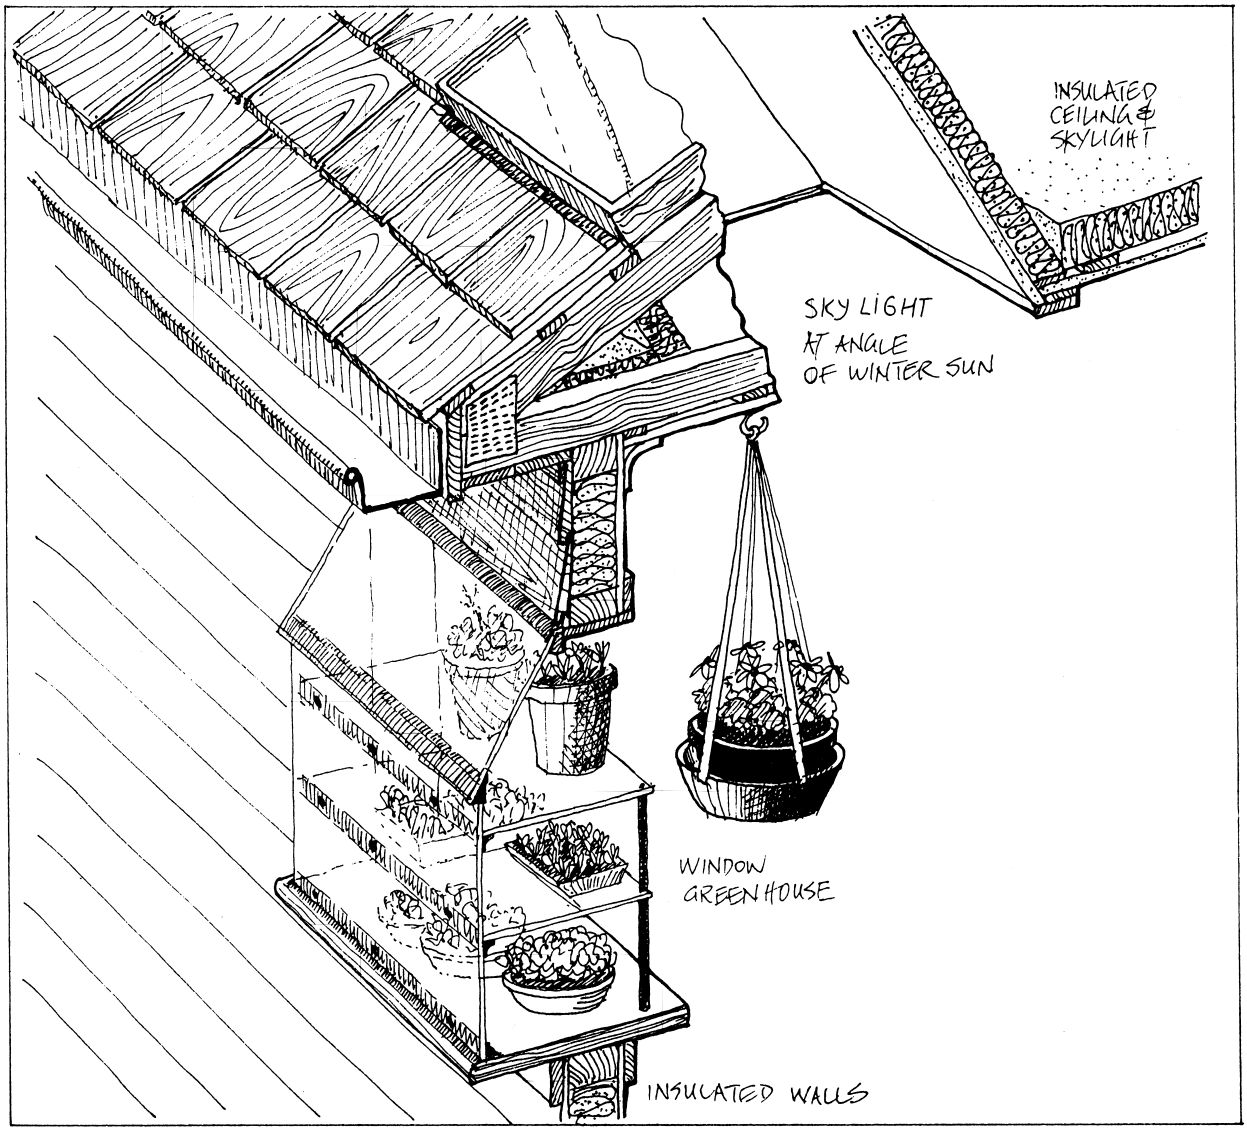

FIGURE 4.10 Attached windowbox greenhouse and skylight. Note insulation to retain heat and deter cold.
- Attaching a greenhouse to the sun-side, if possible; even a window greenhouse and skylight is an improvement as it brings in sunlight and green growth (**Figure 4.10**). Double-glass is essential in temperate areas, and in cold regions the greenhouse needs to be closed off from the rest of the house.